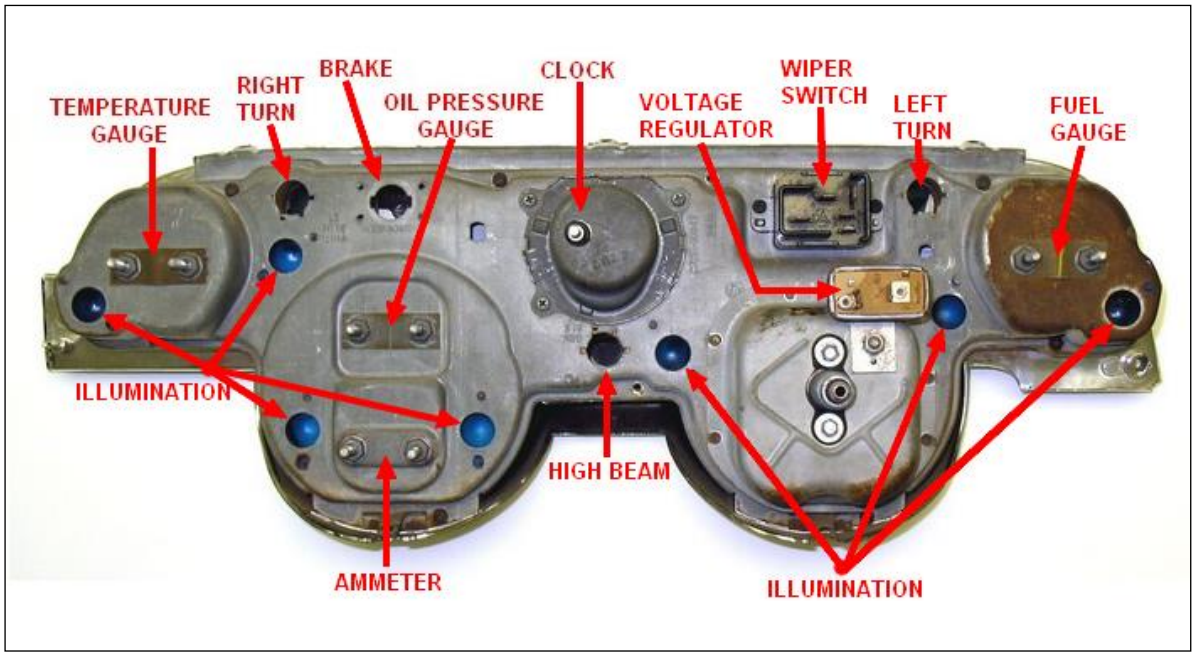

Figure 7-18 Gauge Cluster 1967 Mustang
7.10.2 With the Gauge Cluster positioned as in **Figure 7-18** and the harness completely installed, the 15 way connector on the Cluster Harness will be directly above the two terminals for the fuel gauge.
7.10.3 The illumination wires are (Blue/Red) and (Blk). Each of the illumination light sockets has one of each of these wires. There are a total of seven of these light sockets. Lay the harness over the cluster and route and install each of the illumination sockets. **See Figure 7-18.**